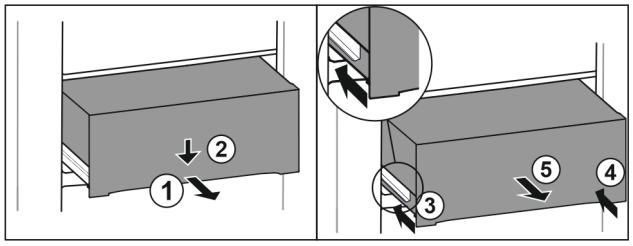

Fig. 153
- ▶ Extrageți pe jumătate sertarul. *Fig. 153 (1)*
- ▶ Apăsați în jos sertarul pe partea frontală. *Fig. 153 (2)*
- ▶ Inserați șina stângă aproximativ 2 cm. *Fig. 153 (3)*
- ▶ Inserați șina dreaptă aproximativ 2 cm. *Fig. 153 (4)*
- ▶ Extrageți sertarul spre înainte. *Fig. 153 (5)*